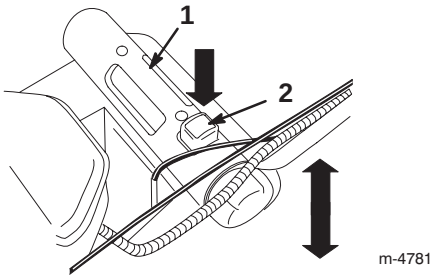

Bild 12
2. Drücken Sie die rote Taste und stellen Sie mit dem Schnitthöhen-Einstellgriff die Schnitthöhe höher oder niedriger (Bild 12).